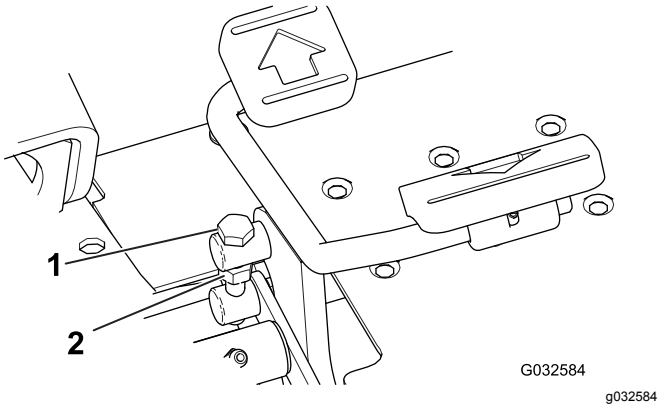

Figur 45
1. Løsn kontramøtrikken på trækbolten på siden af traktionspedalen (Figur 45).